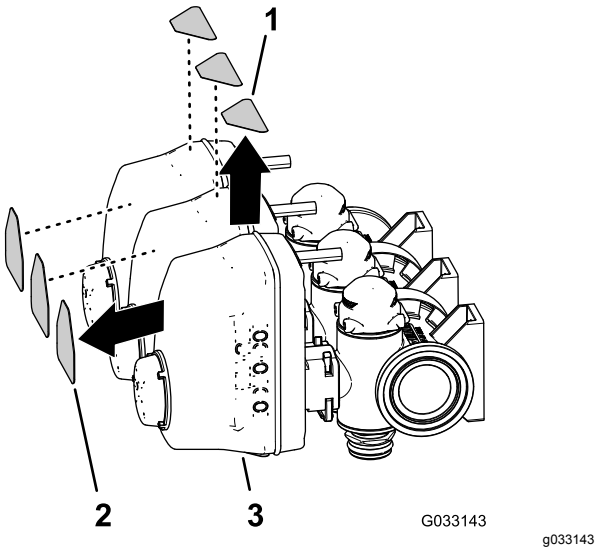

Figuur 61
4. Verwijder de 3 stickers van de spuitboomkleppen en de 3 stickers voor de omloopinstelling (Figuur 61).